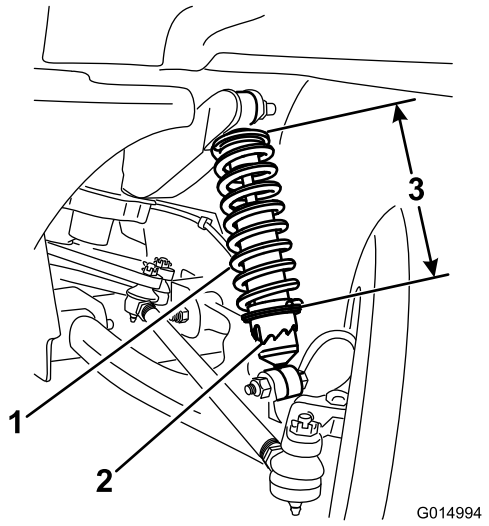

Figuur 61
3. Met gereedschap nr. TORO 6010 draait u de kraag van de schokbreker om de lengte van de veer te veranderen (Figuur 61).